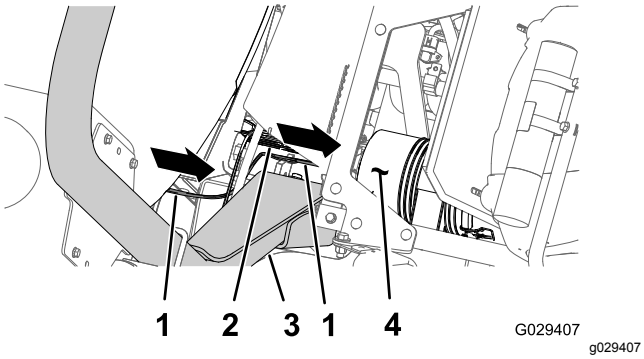
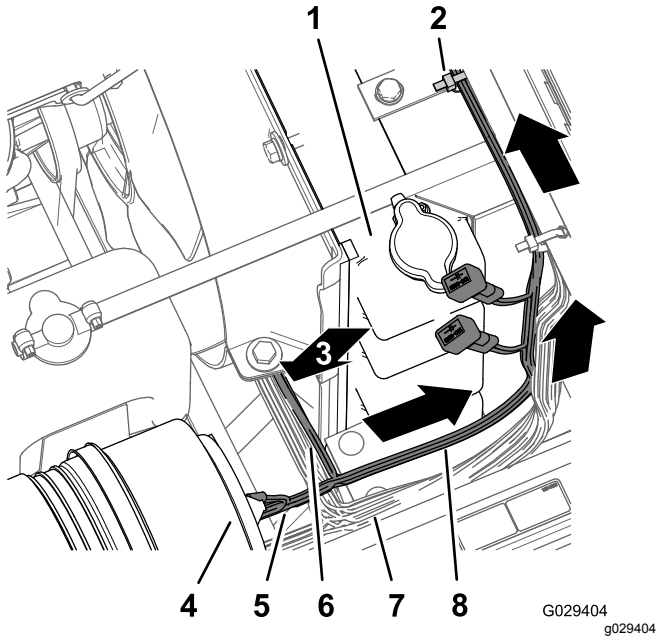

Figur 192
Figur 193
1. Før ledningsnettet til finishingsættet frem mellem styrtbøjlen og nederste hjørne af sprøjtetanken, langs maskinens ledningsnet og under motorens luftfilter (Figur 192 og Figur 193).
2. Før 197 cm afgreningen af ledningsnettet til motorrummet (med ringklemmen, sokkelklemmen og konnektoren med 5 sokler) op langs højre side af køleren, hen over toppen af køleren og under midterkonsollens bund (Figur 193).